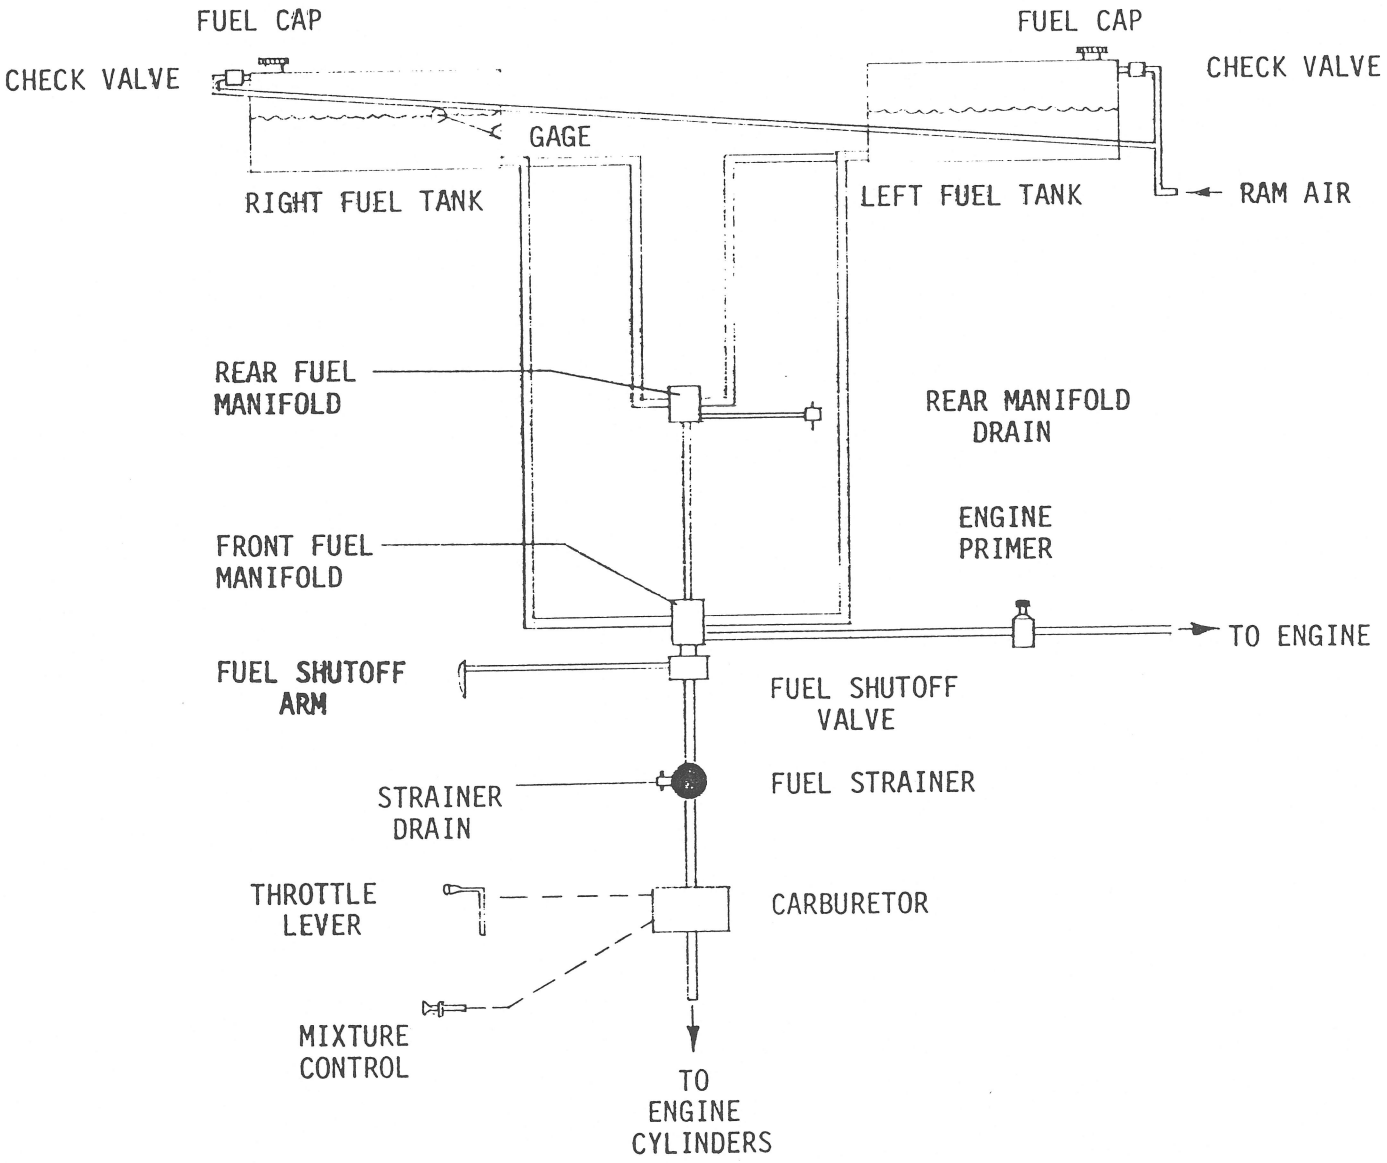

FIGURE 8-1.
a. Models 7ECA, 7GCAA, 7GCBC (See Figure 8-1)